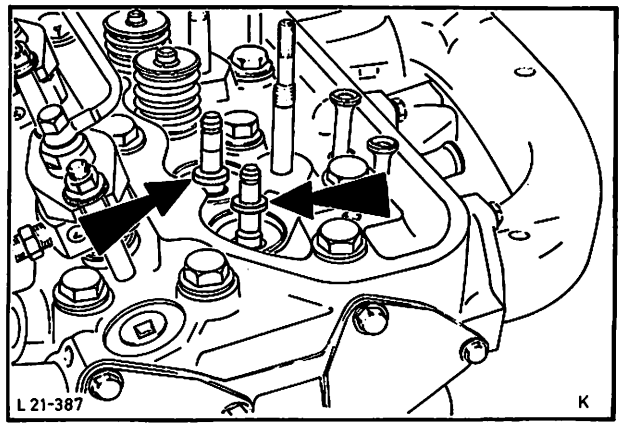

Abb. 143 Ölabschirmringe
4. Ventilfederteller und Ventilfedern entfernen. Ölabschirmring mit Schraubenzieher vom Zylinderkopf abdrücken, Abb. 143.